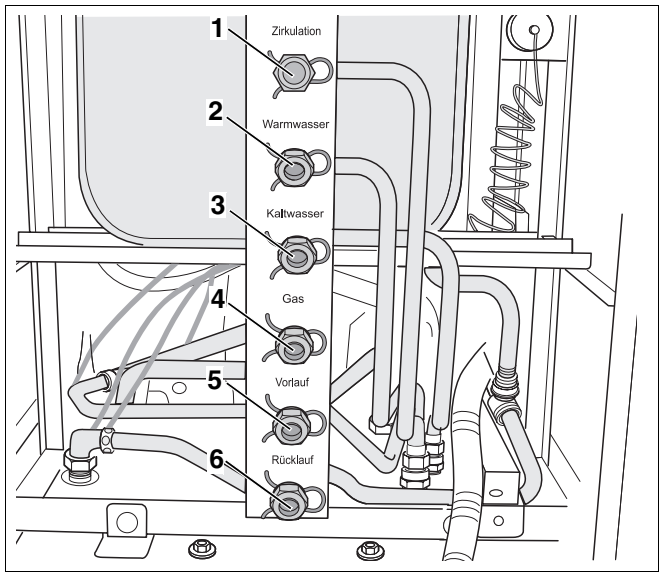

Rys. 16 Przyłącza kotła Logamax plus GB132 T (widok od tyłu)
- Przewód cyrkulacji systemu grzewczego podłączyć bez naprężeń przy pomocy zestawu przyłączeniowego do przyłącza dopływu wody z cyrkulacji = EZ (rys. 16, **poz. 1**).
- Przewód gazowy podłączyć bez naprężeń przy pomocy zestawu przyłączeniowego do przyłącza gazowego = GAS (rys. 16, **poz. 4**).